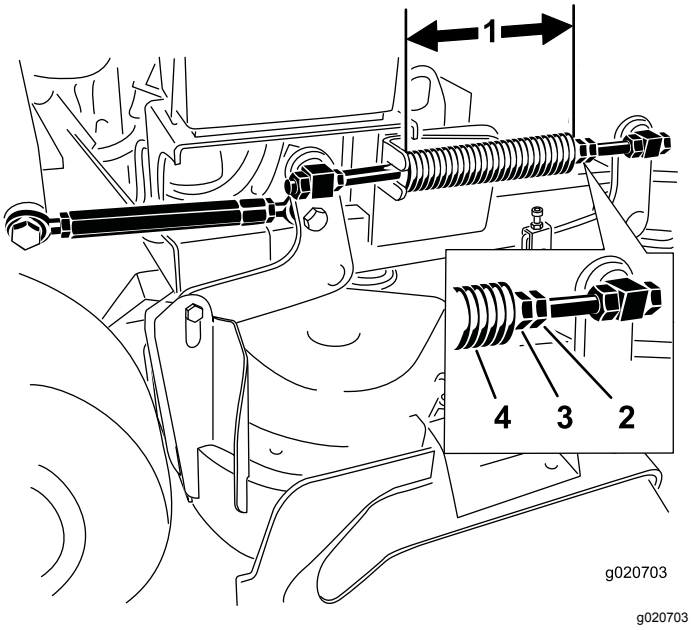

Figur 88
Merk: Nominell lengde er 28,2 cm for 91 cm klippeenheter og 25,7 cm for 102 cm klippeenheter (Figur 88).
3. Juster denne avstanden ved å løsne låsemutteren for fjæren og mutteren foran hver fjær (Figur 88).
4. Lås mutteren i stilling ved å trekke til fjærens låsemutter (Figur 88).